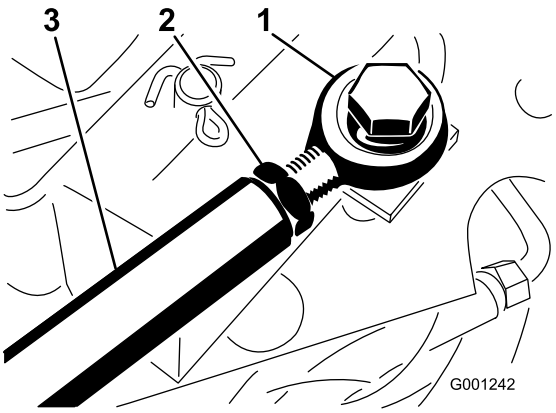

**Figuur 68**
3. Als de pedaalaanslag nog verder moet worden afgesteld, moet u de tractiestang (Figuur 68) als volgt afstellen: